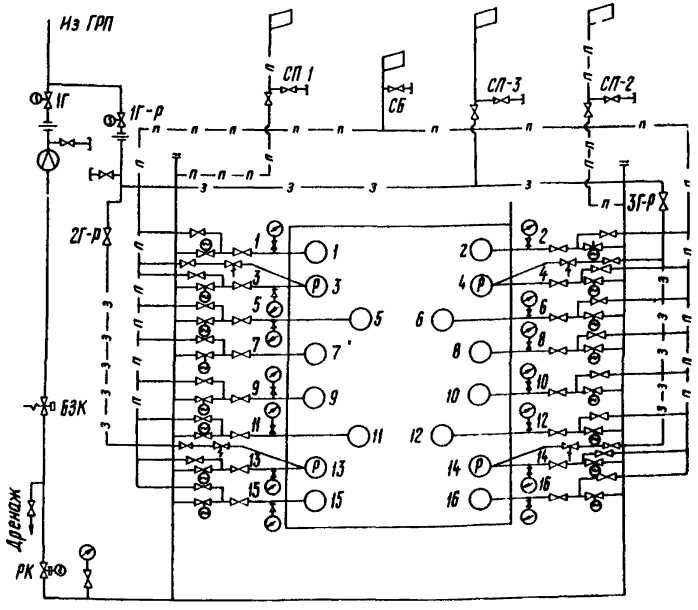

Рис. 2. Схема газопроводов:
I. I. I8. Соберите схему газопроводов котла (рис. 2), для